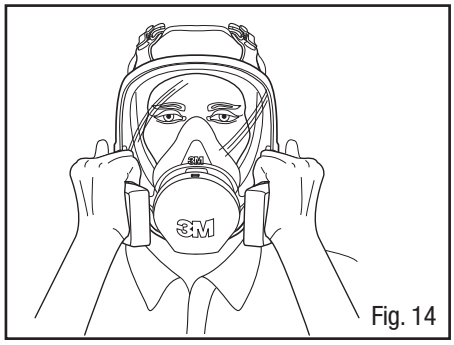

Fig. 14
1. Usando as mãos, aperte ou esprema as tampas dos filtros em direção à peça facial e inale gentilmente. Se você sentir a peça facial murchar levemente e puxar mais próximo à sua face sem vazamentos entre a face e a peça facial, foi obtida uma vedação adequada (Fig. 14).